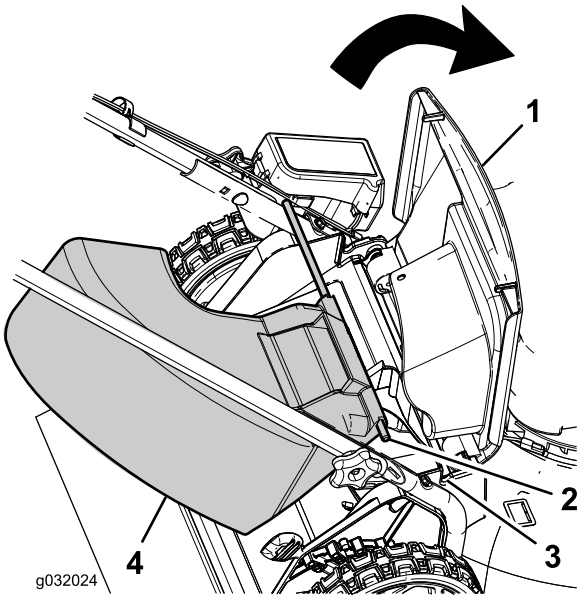

Figuur 21
1. Breng de afvoergeleider aan de achterzijde omhoog (Figuur 21).
2. Plaats de stanguiteinden van het zijuitwerpkanaal in de inkepingen in de beugels van de handgreep (Figuur 21).